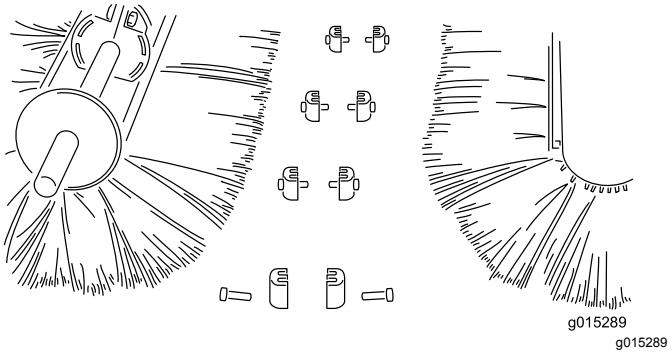

Figur 30
4. Dela borsthalvorna och släng den eller de delar som är skadade (Figur 30).